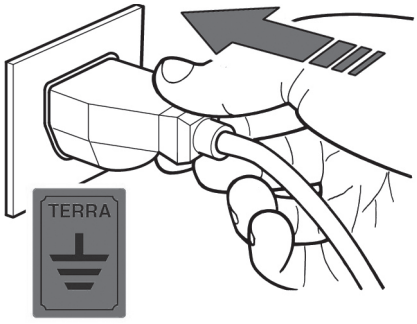

fig. 15
- It is imperative that the complete equipment is properly connected to an efficient earth connection (fig. 15).